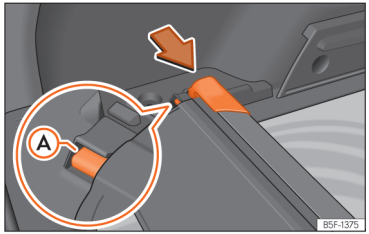

Abb. 186 Im Gepäckraum: Aufnahme zum Verstauen der aufrollbaren Abdeckung.
- Drücken Sie den Kopfteil der aufrollbaren Abdeckung in Pfeilrichtung, bis diese in der vorgesehenen Aufnahme einrastet ››› (Abb. 186). Stellen Sie sicher, dass das Gleitstück Ⓐ in der entsprechenden Aufnahme einrastet.